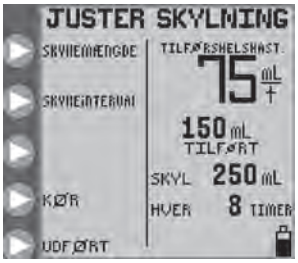
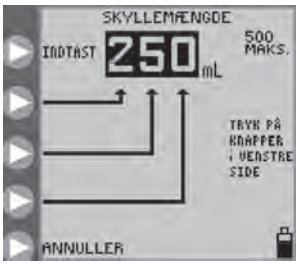
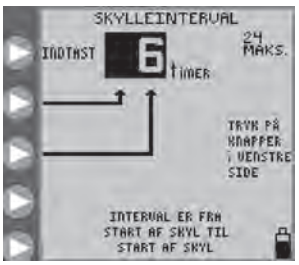

Figur 12A. Menuen JUSTER SKYLNING, kontinuerlig tilstand.
Figur 12B. Indstilling af skyllemængdeen.
Figur 12C. Indstilling af tidsintervallet for skylning.
For **KONTINUERT** ernæringstilstand med et påsat sæt til ernæring og skylning vises startmenuen i figur 7B. Tryk på ▸ **JUSTER SKYLNING** i figur 7B for at programmere skylleparametrene fra skærmen **JUSTER SKYLNING**, som vist i figur 12A.
Tryk på ▸ **Skyllemængde** i figur 12A for at definere volumenen pr. skylning. Tryk på knapperne ▸ i figur 12B for at programmere skyllemængde fra 10 til 500 i trin på 1 ml. Tryk på ▸ **INDTAST** (øverste knap) for at afslutte menuen.
Tryk på ▸ **SKYLLEINTERVAL** i figur 12A for at definere tidsintervallet mellem hver start af skylning. Tryk på knapperne ▸ i figur 12C for at programmere tidsintervallet fra 1 til 24 timer i trin på 1 time. Tryk på ▸ **INDTAST** (øverste knap) for at afslutte menuen.
- Skærmene **JUSTER SKYLNING** (figur 12A, 14A)
I tilstanden **KØRER** kan pumpen omstilles til øjeblikkeligt at udføre en skylning (skylning efter behov), når et sæt til ernæring/skylning er påsat, ved at trykke på ▸ **SKYL NU** i menuen **KØRER**, indtaste en ønsket skyllemængde og derefter trykke på ▸ **INDTAST**. Se figur 15A. Hvis der trykkes på ▸ **SKYL NU**, vil der komme en anmodning på skærmen om den ønskede skyllemængde. Den tidligere programmerede skyllemængde vil blive vist som standard, men dette kan justeres til brugerens ønskede volumen. Skærmen viser standardskærmen for skylleinput som vist i figur 12B (eller 14B). Indstilling af skyllemængdeen for **SKYL NU** er midlertidig og ændrer ikke den primære/periodiske skyllemængde, der tidligere er programmeret. Hvis der utilsigtet trykkes på ▸ **SKYL NU** kan brugeren enten trykke på annulleringsknappen eller vente på, at skærmen **KØRER** vender tilbage efter 10 sekunder, hvis der ikke er noget input til skyllemængdeen.